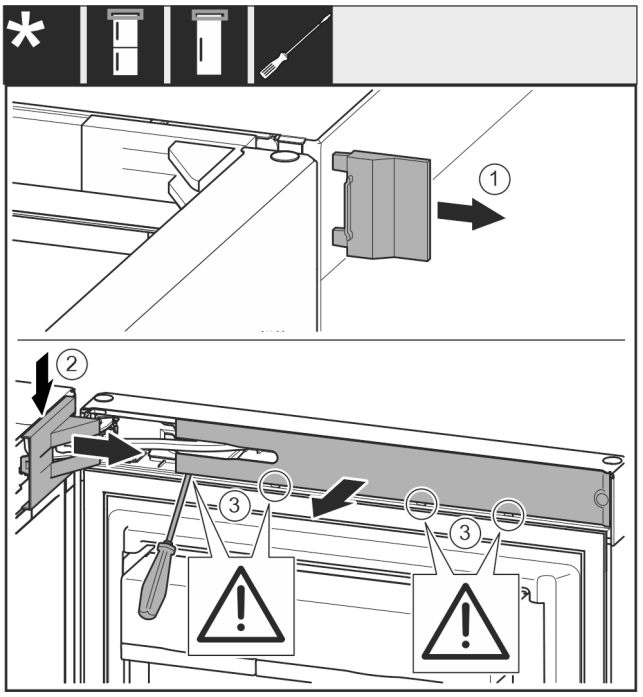

*Fig. 9*
▶ Afdekking *Fig. 9 (1)* wegnemen.
▶ Lagerbokafdekking *Fig. 9 (2)* ontgrendelen en losmaken.
▶ Lagerbokafdekking *Fig. 9 (2)* wegnemen.
▶ Paneel *Fig. 9 (3)* met een platte schroevendraaier ontgrendelen en opzij draaien.